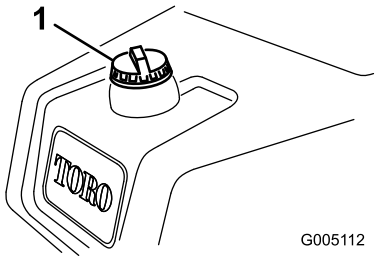

Bild 21
1. Reinigen Sie den Bereich um den Tankdeckel herum und nehmen Sie den Deckel ab (Bild 21).